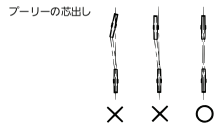

図4
- モータープーリーとファンプーリーは、一直線上に配列されなければなりません。（図4）